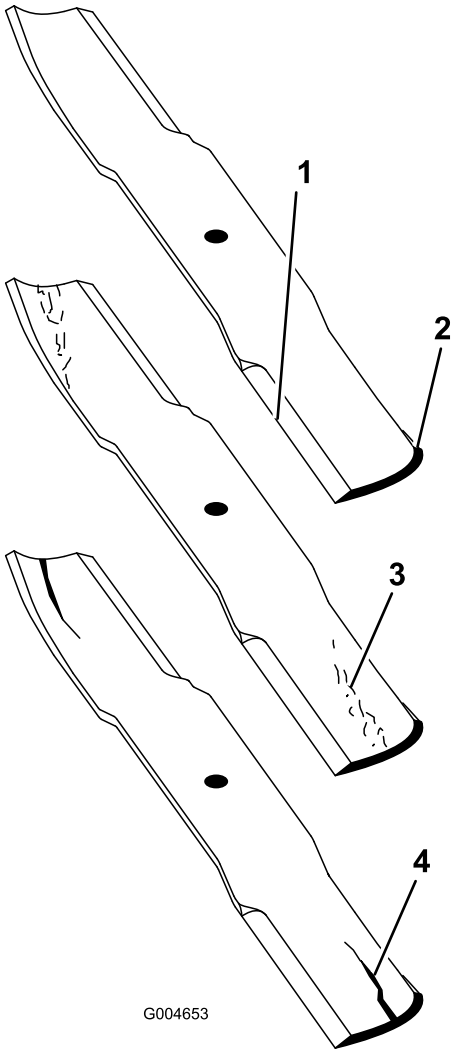

**Figur 65**
1. Efterse skærekanterne (Figur 65). Hvis kanterne ikke er skarpe, eller hvis de har hakker, skal skæreknivene afmonteres og slibes. Se afsnittet Slibning af skæreknivene.
2. Efterse skæreknivene, især sejlområdet (Figur 65). Hvis skærekniven er beskadiget eller slidt, eller hvis der er antydning af en revne i dette område (Figur 65), skal du straks montere en ny skærekniv.